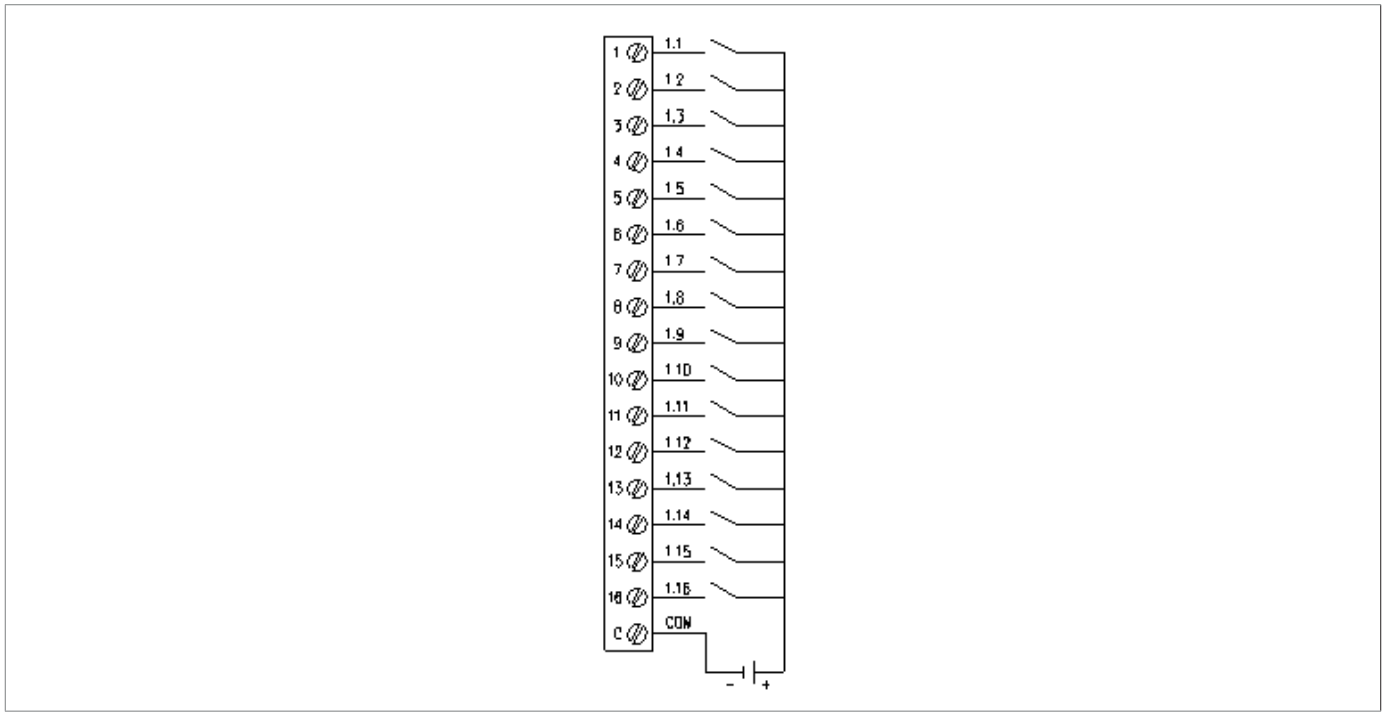

Fig. 4.7. Collegamento ingressi digitali
Il collegamento di strumentazione da campo agli ingressi digitali deve essere effettuato ricordando che questi ingressi sono passivi. La polarità negativa del segnale da campo deve essere collegato al morsetto comune del connettore (C), mentre sul morsetto del canale deve essere portata una tensione positiva in caso di stato ON, una tensione nulla in caso di stato OFF, come mostrato in Fig. 4.7.